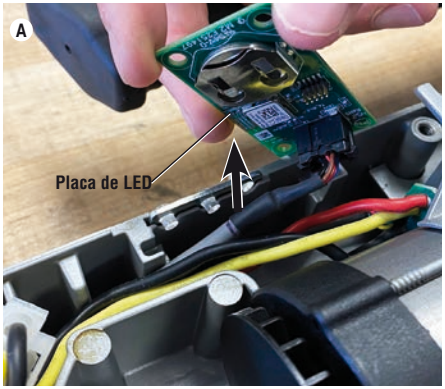
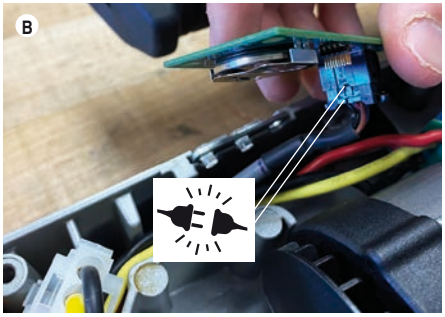

**Figura 3A – Levantamiento de la placa de LED**
**Figura 3B – Desconexión de la placa de LED**
3. Levante la placa de LED (figura 3A), desconecte el conector *(figura 3B)* y retire la placa de LED.